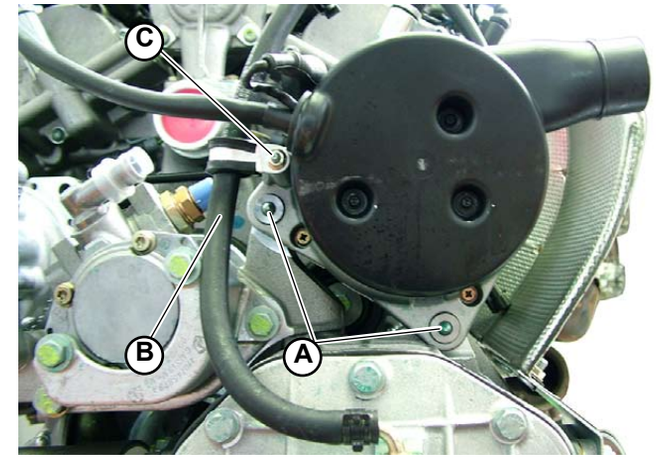

Fig.1
1. Position the alternator; fix it to the rear differential by means of the bolt (**A-Fig.1**).
2. Position the pipe (**B-Fig.1**) and secure it with the screw (**C-Fig.1**).